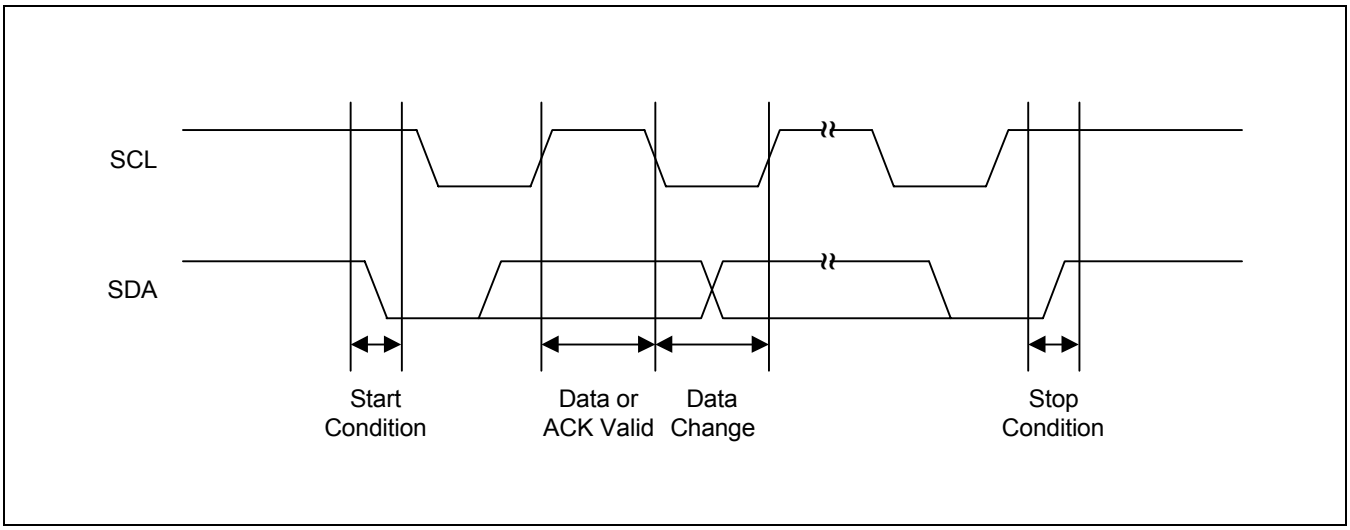

Figure 2-7. Data Transmission Sequence
- Stop condition: A stop condition is initiated by a Low-to-High transition of the SDA line while SCL remains High level. All bus operations must be completed by a stop condition (see Figure 2-7).